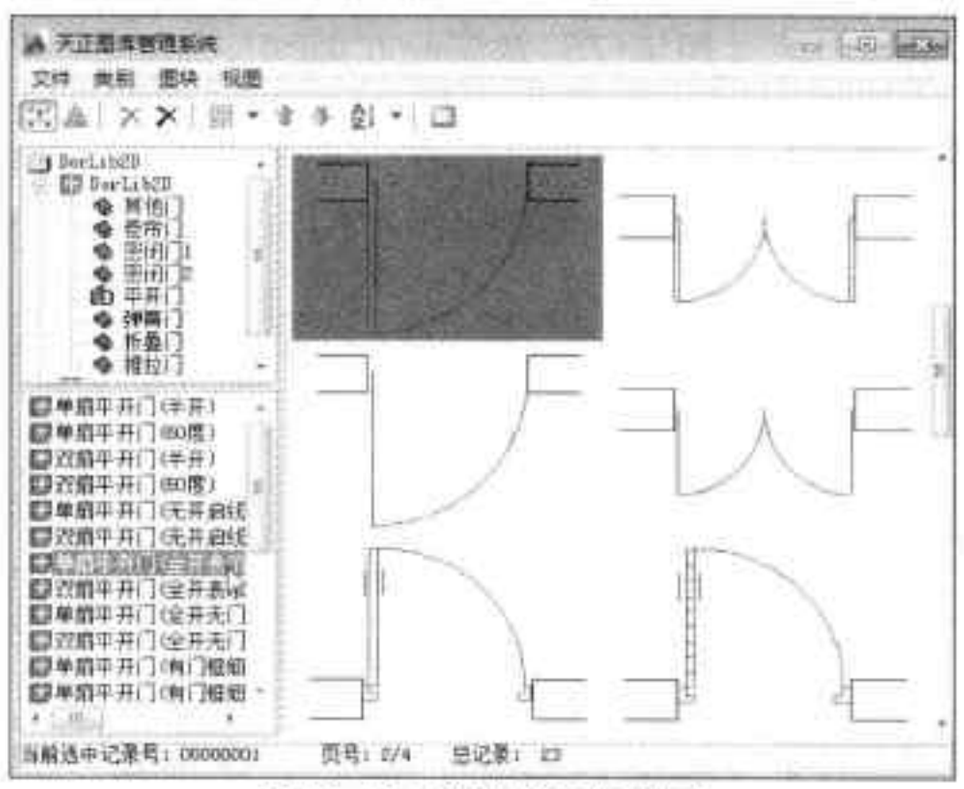

图16-72 选择单扇门样式
Step 08 打开“门”对话框，单击“门”平面视图，打开“天正图库管理系统”对话框，选择满意的门图块，如图 16-72 所示。